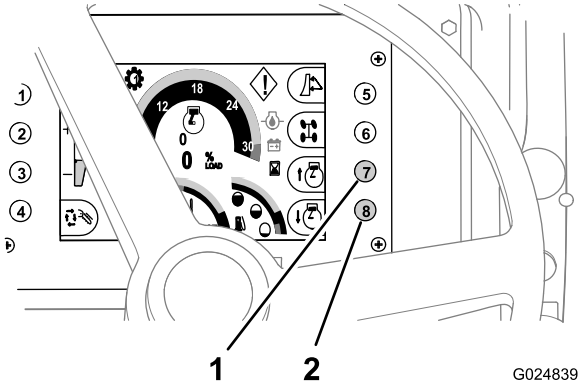

Figura 43
- Para **aumentar** la velocidad del motor, pulse el botón 7 del Centro de control (Figura 43).
- Para **reducir** la velocidad del motor, pulse el botón 8 del Centro de control (Figura 43).